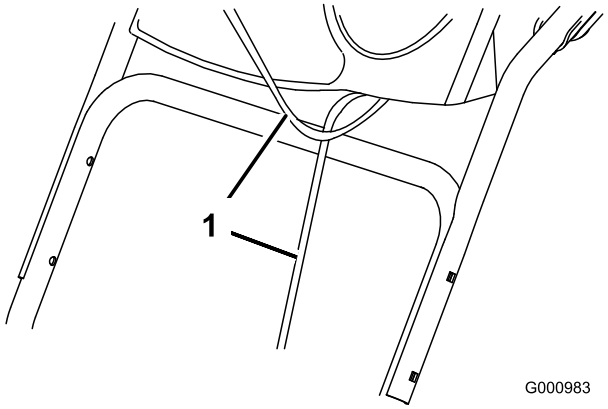

Figur 3
1. Løft og roter det øvre håndtaket, og plasser det over det nedre håndtaket (Figur 3).